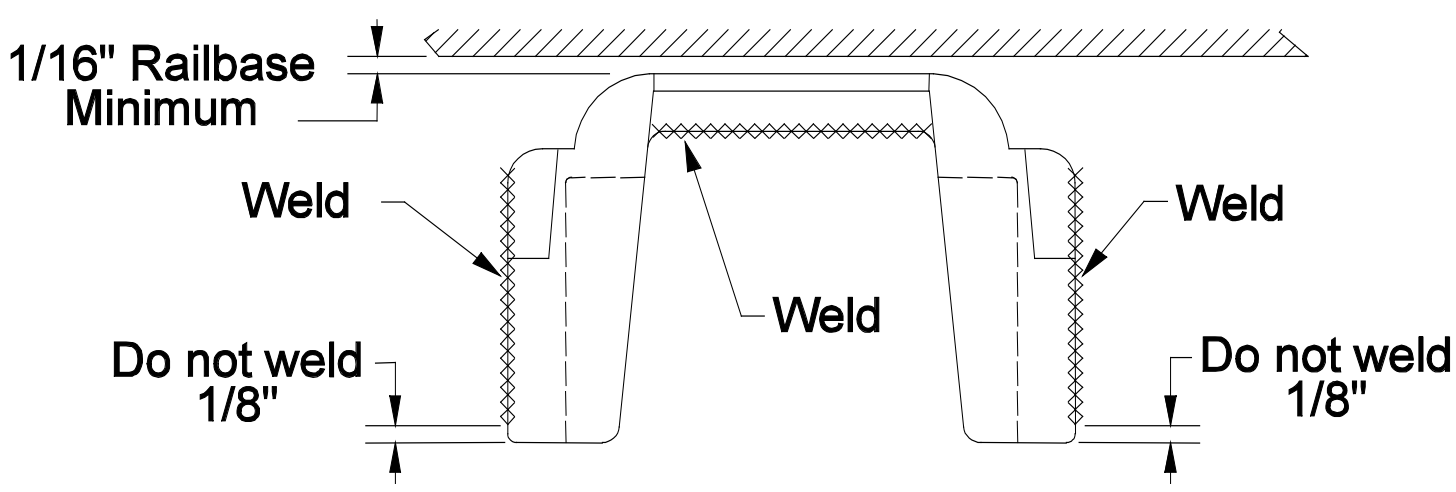

Figure 3-EE
2. When installing insulated weld-on shoulders in the following applications, maintain a 5/16-inch gap between the rail base and the front face of the shoulder to allow for the installation of insulators or cast spacers (see Figure 3-FF).